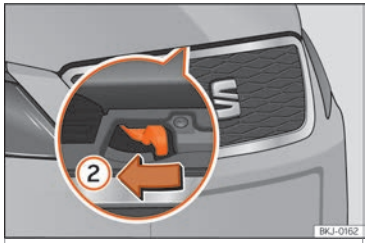

Fig. 197 Alavanca sob o capô.
• Para levantar o capô, pressione para a esquerda a alavanca situada sob o capô, no centro ››› Fig. 197 ②. Os ganchos de fixação ficam desbloqueados.